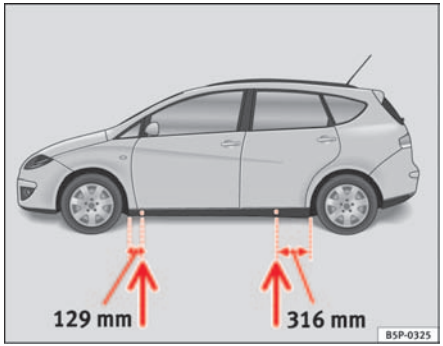

Fig. 173 The jacking points
– Locate the jacking point under the door sill closest to the wheel being changed ⇒ fig. 173.
Recesses at the front and rear of the door sills mark the jacking points ⇒ fig. 173. A position has been made for each wheel. Do not fit the jack anywhere else.